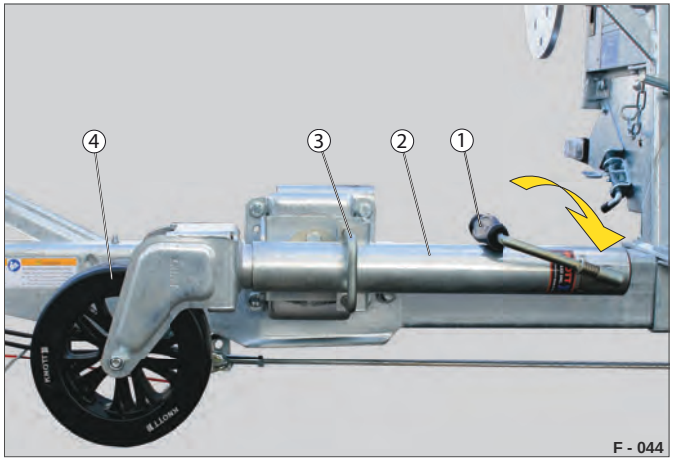

Fig. 18 Støttehjul i kørestilling
▶ Drej støttehjulet (Fig. 18 /4) op.
▶ Anbring håndsvinget (Fig. 18 /1) i den indklappede stilling.
▶ Træk i bøjlen (Fig. 18 /3), og drej samtidig støttehjulet til den vandrette stilling.